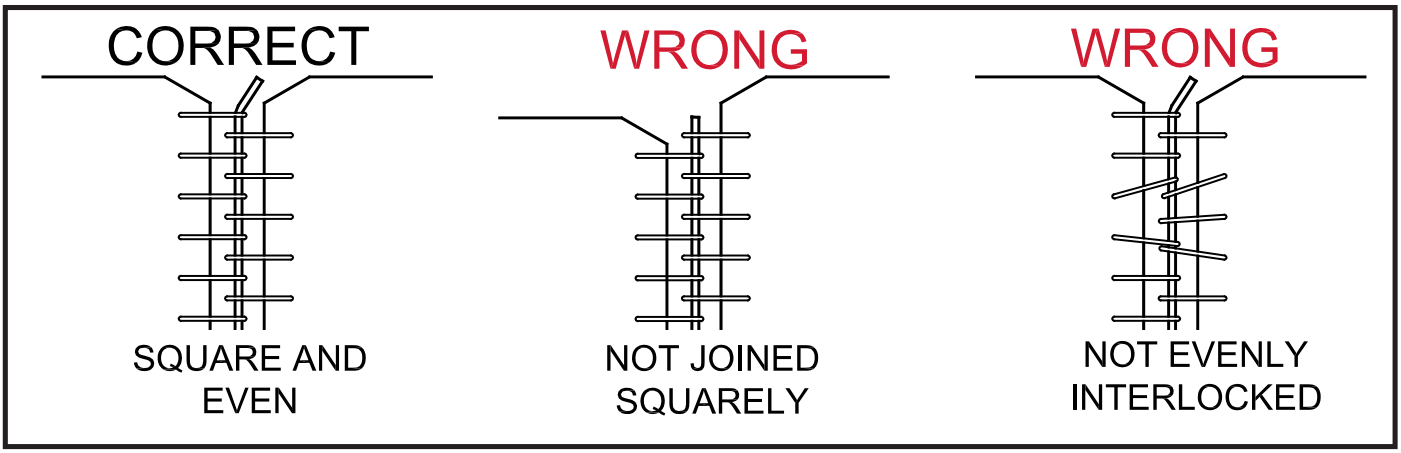
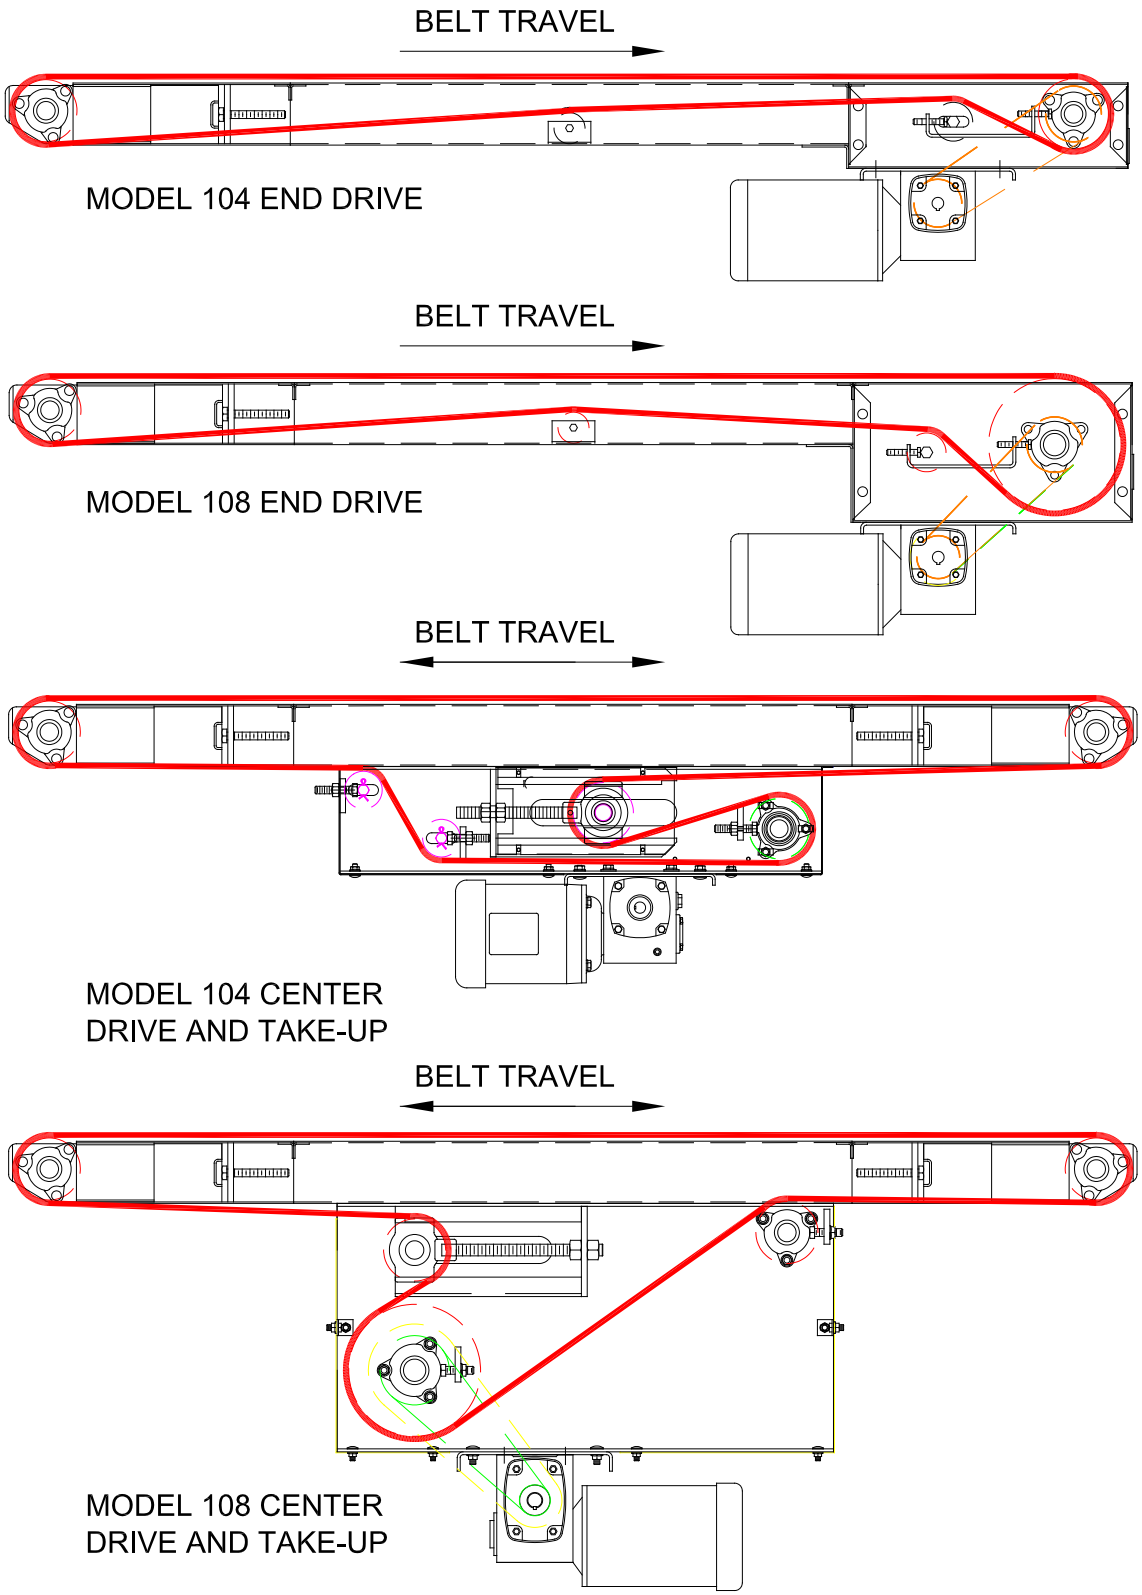

FIGURE 5
FIGURE 6
3. With typical belt threading arrangement shown on page 8 ***FIGURE 6*** of this manual, install the belt on the conveyor. Interlock the laced ends squarely, and push the connector pin thru the lacing. If a metal connector pin is used, center the pin and bend the ends over slightly to keep the pin from working out. See ***FIGURE 5***